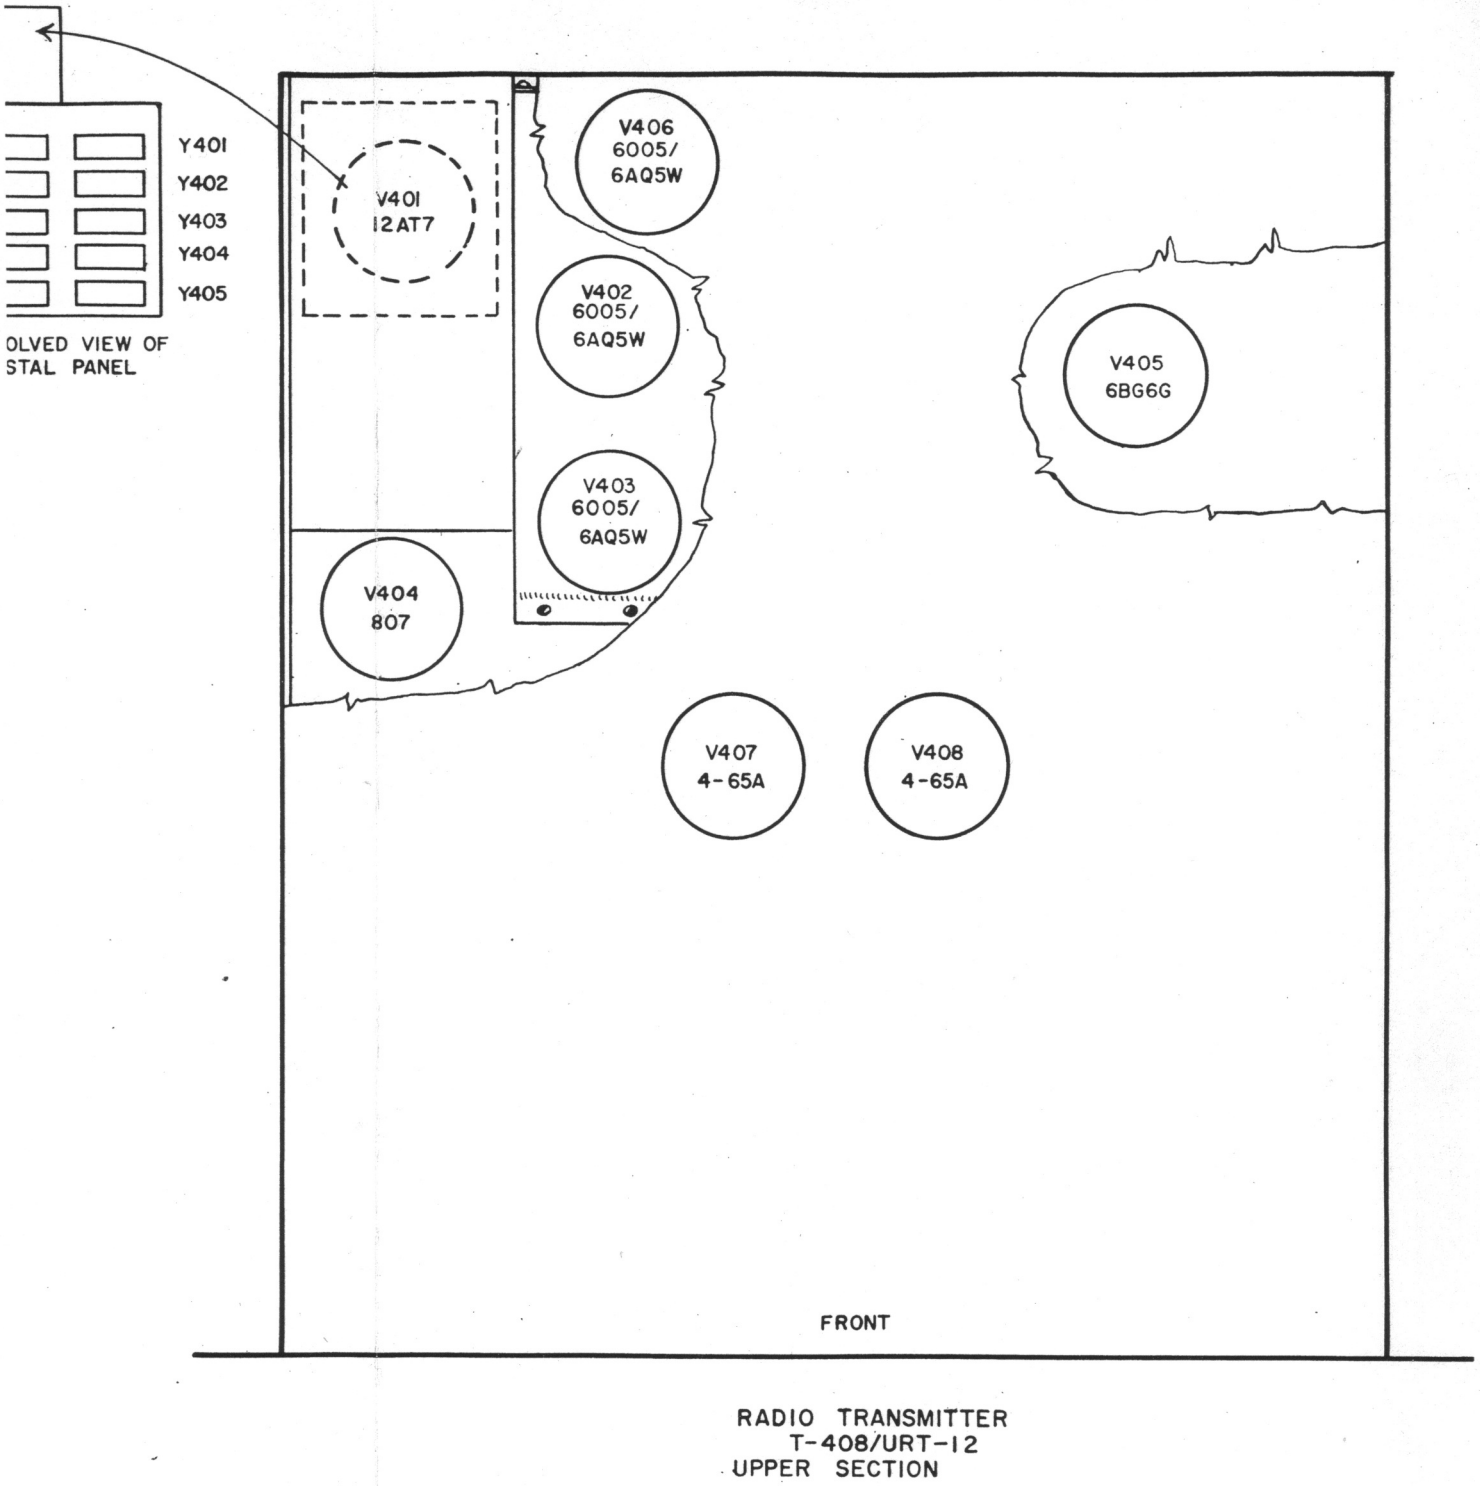

Figure 5-1. Location of Tubes and Crystals
(1) The channel frequency crystals Y-401 to Y-410, type CR-18/U (not furnished with the equipment) are located in the upper section of the Radio Transmitter T-408/URT-12.
(2) For convenience it is recommended that the crystal frequencies be arranged in ascending order to coincide with the numbered positions of the CRYSTAL SWITCH.
(3) In the event a crystal is defective and a spare crystal of the same frequency is available, the crystal may be replaced in the field. The frequency marked on the new crystal should be checked to see that it is the same frequency as is marked on the old crystal. The location of the crystals is shown in Figure 5-1. It is necessary to remove the units from the cabinet as described in paragraph 3c(2) above.